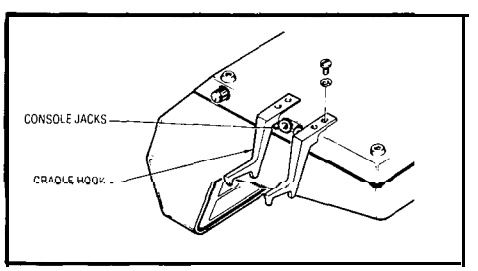

Fig. 302-I
- **[2C]** Position one cradle hook as shown in Fig. 302-I. (Cradle hook may be placed at other end of console if preferred)
- **[2E]** Position remaining cradle hook (Fig. 302-I)
INSTALL CRADLE HOOKS (FIG. 302-I)